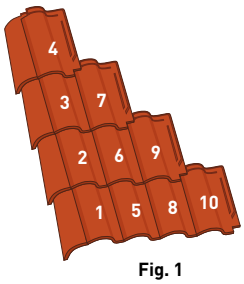

**Fig. 1**
**3.** On posera le reste du versant comme indiqué dans le schéma **(fig.1)**.